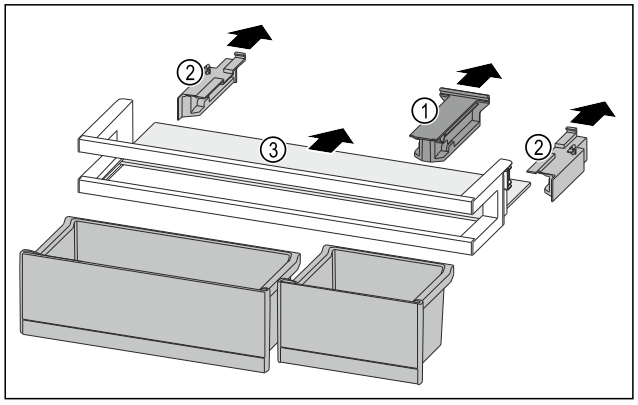

Fig. 146
- ▶ Pull off the holding part *Fig. 146 (1)*.
- ▶ Pull off the side parts *Fig. 146 (2)*.
- ▶ Remove the shelf *Fig. 146 (3)*.